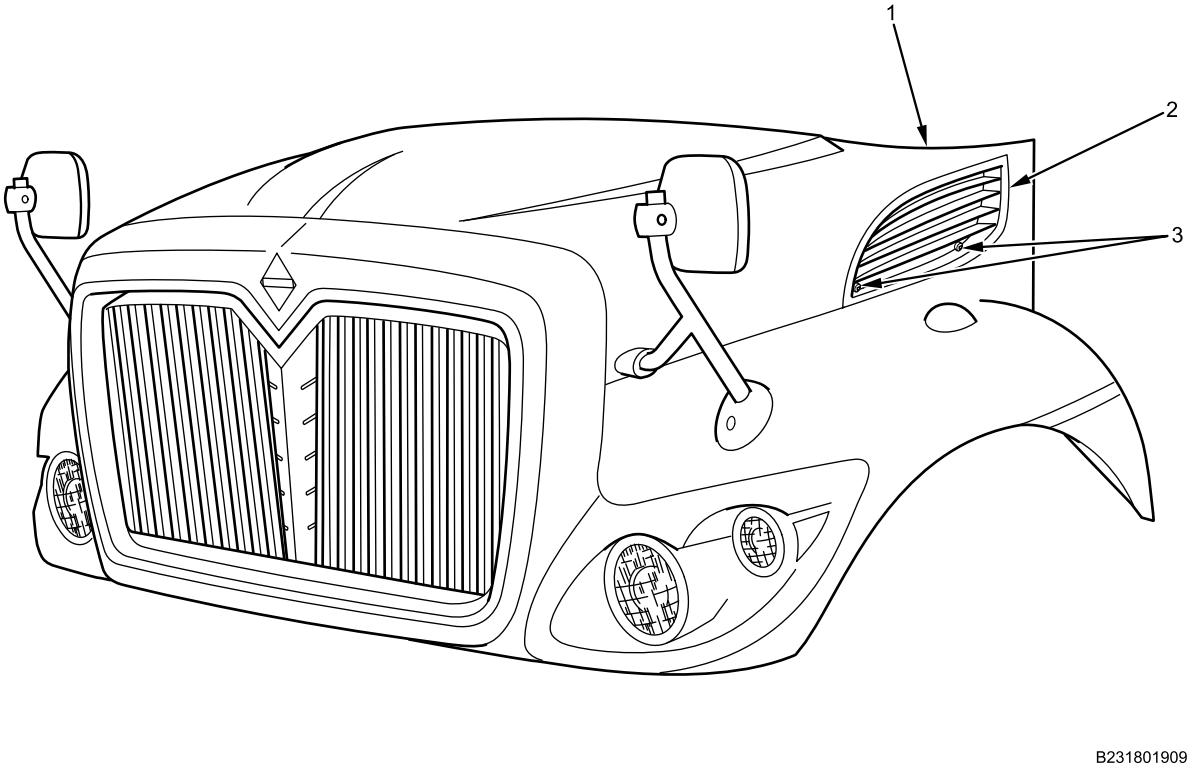

Figure 2. Hood Grille.
1. Install hood air intake grille (Figure 2, Item 2) on hood assembly (Figure 2, Item 1) with two torx T20 screws (Figure 2, Item 3). Tighten screws securely.